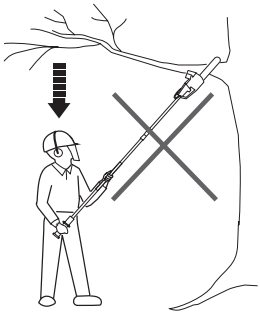

Fig. 35
6. Never stand directly under the limb you are sawing. Objects may fall different than expected. Always position yourself out of the path of falling limps (Fig. 35).